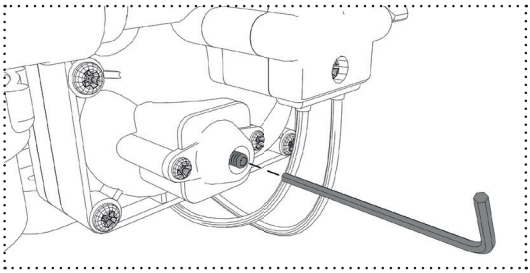

Fig. 11: Configuração do bypass
1. Rode o parafuso para a esquerda e retire-o (fig. 11).